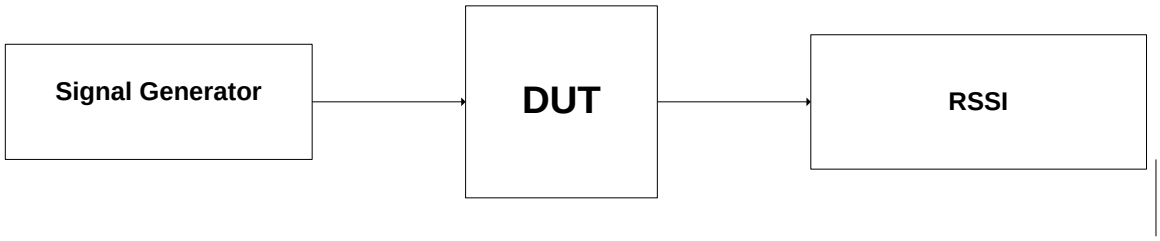

Figure 24 Test Setup
1) Test Setup as shown in figure 24.